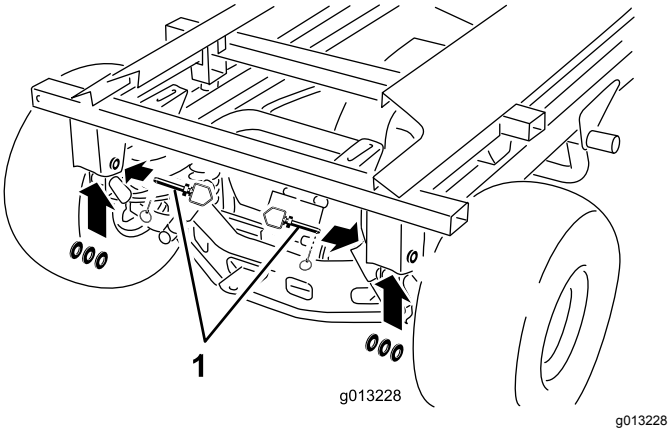

Figur 50
10. Fjern de bakre ringstiftene, festetappene og skivene (Figur 50).